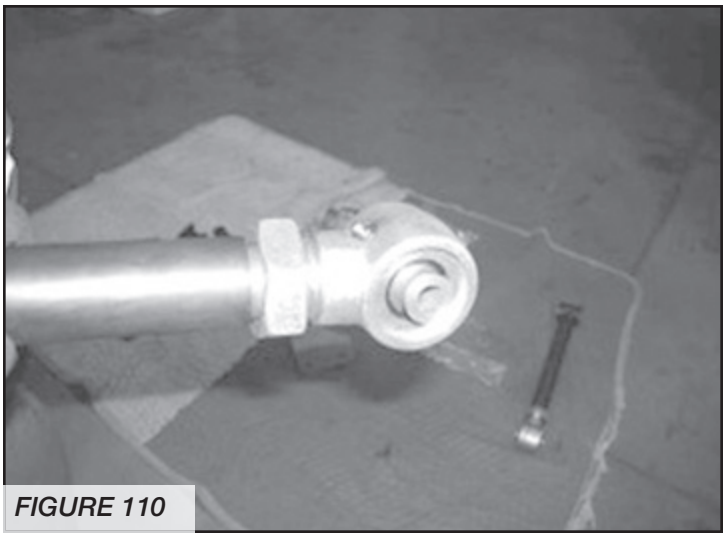

*FIGURE 110*
53. Locate FT50346BK Rear Lower Links, (8) FT1003 Bushings, (2) FT7100-6-100 Sleeves, (4) FT50123 Large Adjustable Joints, and (4) large jam nuts. Install the jam nuts onto the joints and insert the joints into the arms. Adjust the joints so the link is 32 1/2" center to center of the joints (Make sure there is an equal amount of threads on both ends. This is just a staring point. Further adjustments may be necessary during the final alignment). Using a press and the supplied bushing lube, install the bushings into the arms and the sleeves into the bushings. **SEE FIGURE 110.**